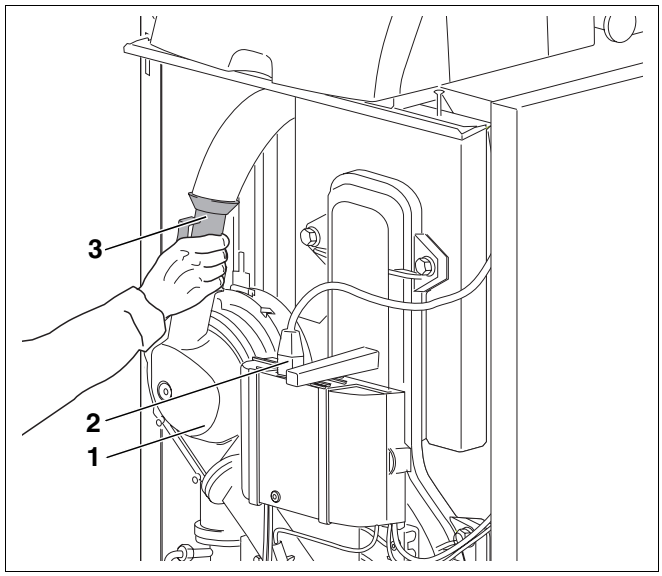

Rys. 50 Demontaż zwężki Venturiego
- Odłączyć wtyczkę sieciową (rys. 50, **poz. 2**) od automatu SAFe.
- Zdemontować zwężkę Venturiego (rys. 50, **poz. 3**) z przyłącza powietrza do spalania (rys. 50, **poz. 1**).